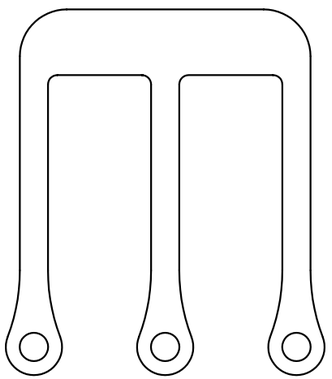

Fig. 3
(1) La aguja debe insertarse en el agujero de la placa aguja completamente.
(2) Después de ajustar, confirme que todas las agujas este centrada al centro del agujero de la placa aguja. (Fig. 3)